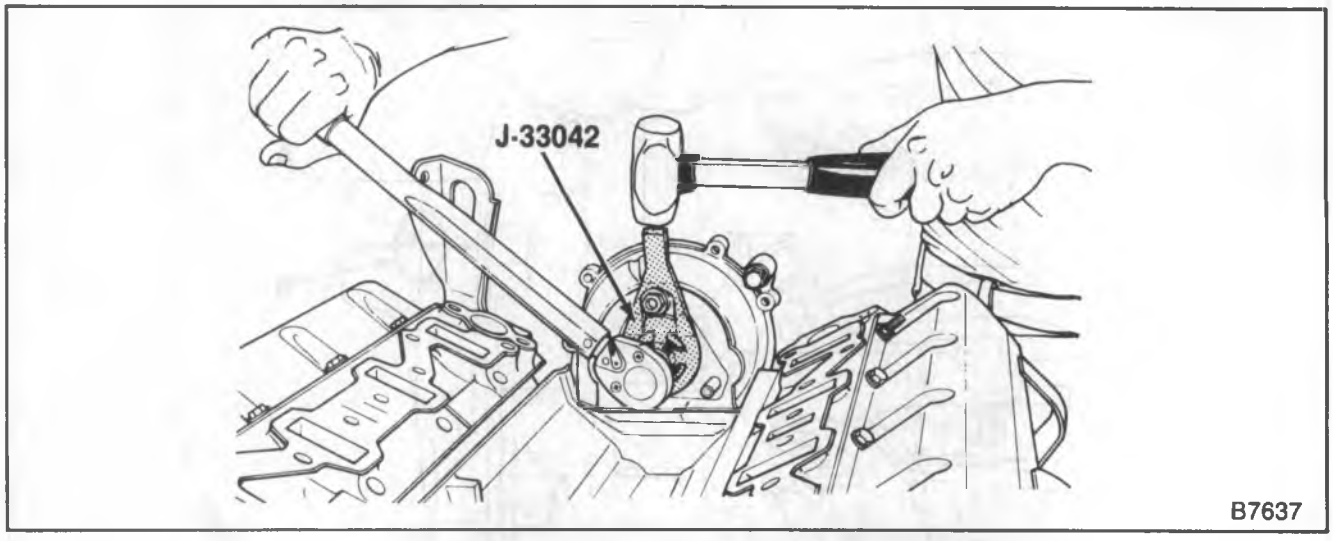

Figure 15—Marking TDC on the Front Housing
4. Fasten J 33042 to the gear and tighten (figure 15).